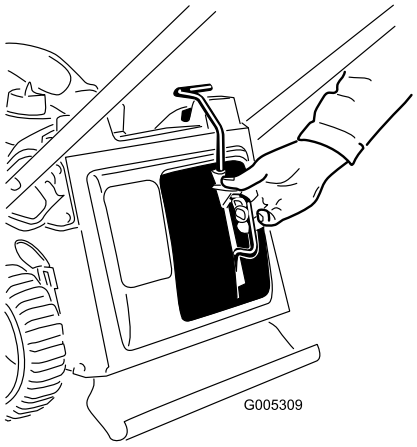
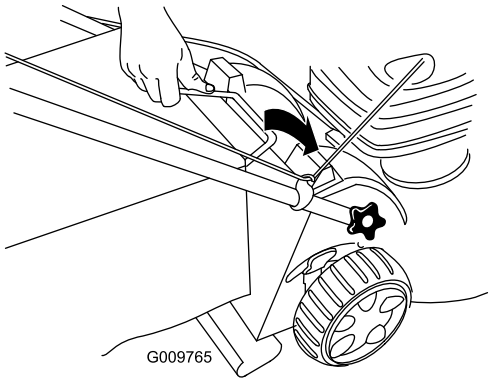

Figur 15
Figur 16
1. Monter kvernepluggen (Figur 15) eller gressposen (Figur 16) på gressklipperen.